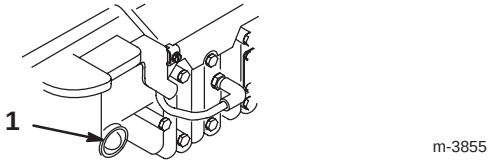

Figure 11
2. Push in the primer 3 times, waiting one second between each push (Fig. 11).